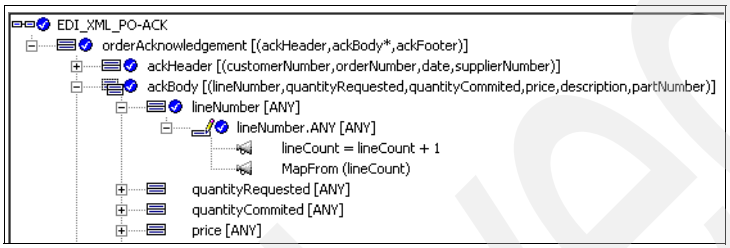

Figure 18-28 Completed mapping command
13. The Mapping Command window appears as shown in Figure 18-28.